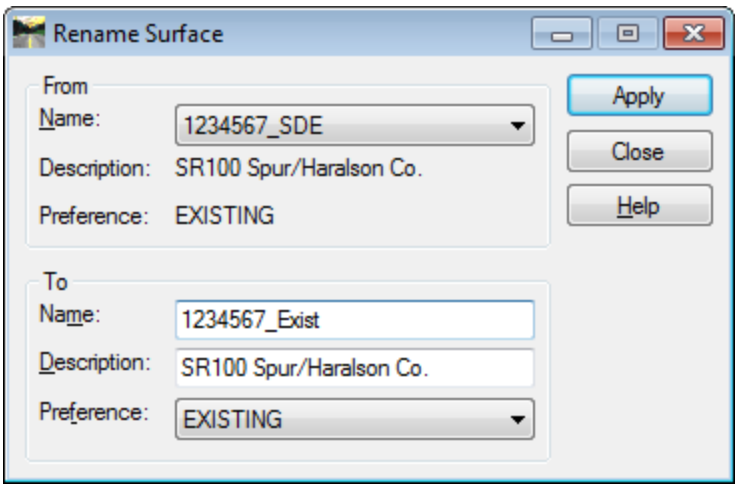

Figure L13-2 Rename Surface
- In the **Rename Surface** dialog, match the entries shown in *Figure L13-2*.